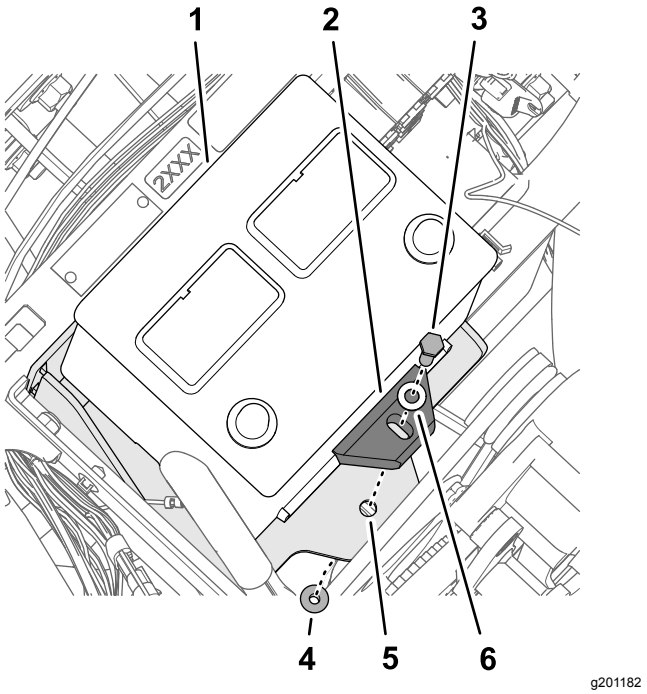

Figur 175
5. Monter batteriet på batteribeslaget med bolten (5/16 x 1-3/4 tommer), spændeskiven (5/16 tomme), batteriholderen og flangelåsemøtrikken (5/16 tomme) som vist i Figur 175.